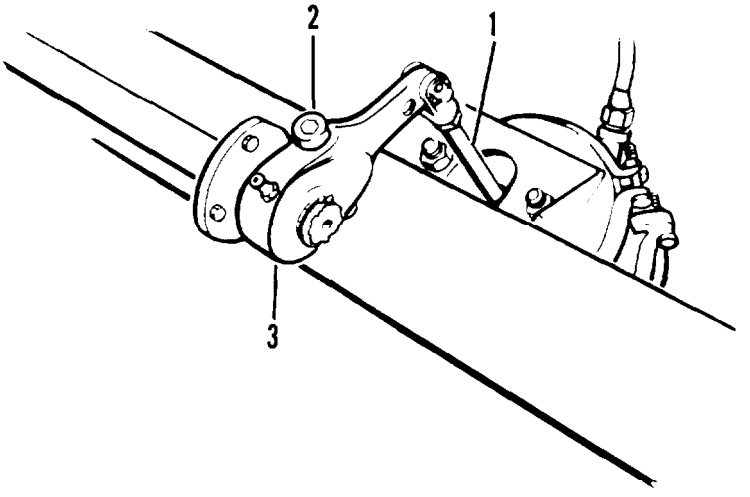

Figure 4-26. Slack adjuster adjustment
(1) To release failsafe spring forces from slack adjuster and camshaft, apply air to air brake chamber. Do not apply the brakes. This procedure is to release failsafe spring.
(2) Jack up the axle to be adjusted. Check that wheels rotate freely.
(3) Check clevis rod (1, figure 4-26) adjustment. Dimension from outside of nonpressure housing to center of clevis pin must be 6-7/8 ± 1/32 inches (17.5 cm). Slack adjuster (3) may have to be moved or adjusted to center hole in air brake chamber with clevis rod (1). If dimensions of clevis rod are not correct, remove cotter pin, clevis pin and loosen locknut. Adjust clevis rod (1) to correct length. Tighten nut. Install clevis pin and new cotter pin.